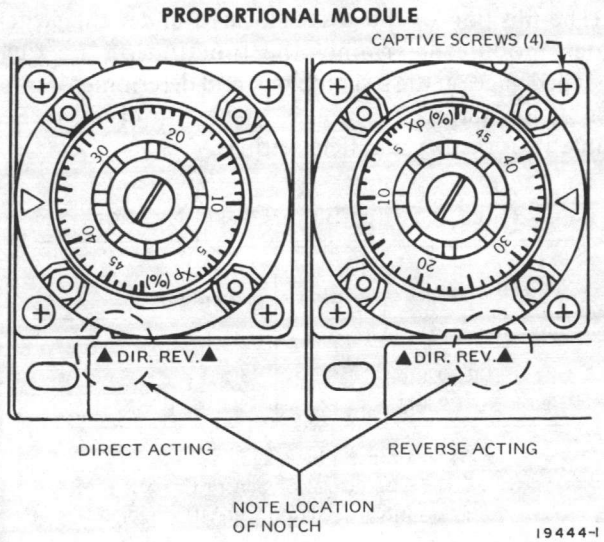

Fig. 5. Changing Controller Action.
1. Loosen four screws (Fig. 5) on proportional module.